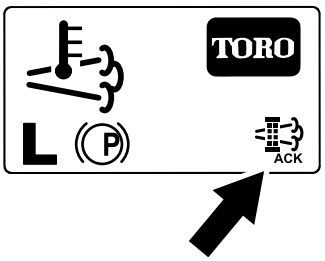

Figuur 57
8. Het hoofdscherm van het InfoCenter verschijnt en het pictogram regeneratie aanvaard (Figuur 57) verschijnt rechts onderaan het scherm terwijl de regeneratie bezig is.